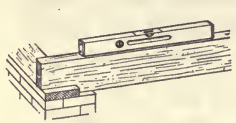
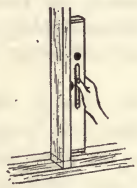

Fig. 22.
Fig. 23.
22. Use of the Spirit Level.—The level has largely replaced the plumb bob in the carpenter's equipment. In building work, the level is necessary, though seldom used in the cabinet shop. A large surface is leveled by placing a long straight edge on the surface and testing with the level on the straight edge. On small pieces, only the level is used. See Fig. 22. If the surface being tested is level, the bubble will come to rest at the middle of the glass marked by cross lines. In general, the longer the level, the more accurate it is. For vertical testing, a plumb-bob may be attached to the level, or if the level has an end glass, the reading may be made from it. See Fig. 23.